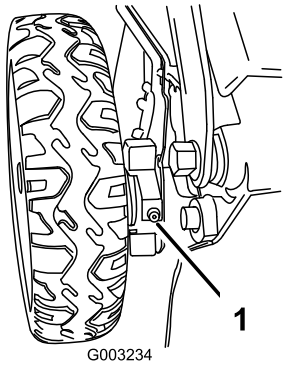

Figura 37
1. Limpie con un trapo limpio los puntos de engrase situados justo dentro de las ruedas traseras (Figura 37).